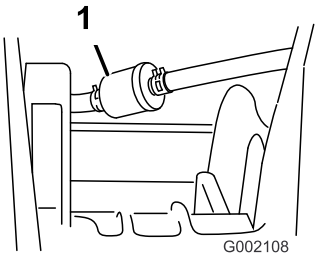

Figuur 44
5. Verwijder de klemmen waarmee het brandstoffilter vastzit aan de brandstofleidingen (Figuur 44).